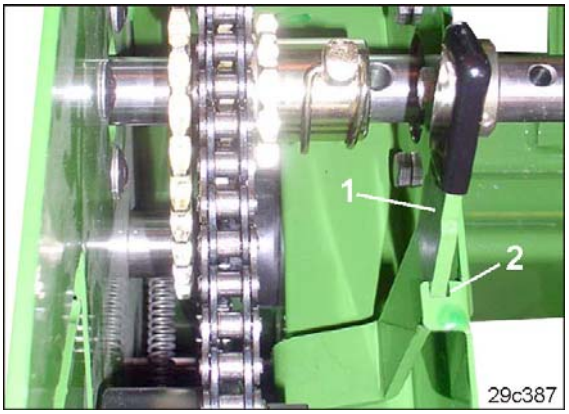

Fig. 92
3. Den Hebel (Fig. 92/1) in die Nut (Fig. 92/2) einrasten. Dadurch entspannt die Rollenkette.
9. Den Hebel (Fig. 92/1) aus der Nut (Fig. 92/2) lösen.